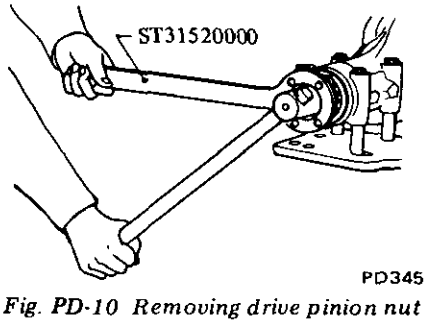

Fig. PD-10 Removing drive pinion nut
5. Loosen drive pinion nut, holding companion flange with Drive Pinion Flange Wrench ST31520000 and pull off companion flange using a suitable puller. See Figures PD-10 and PD-11.